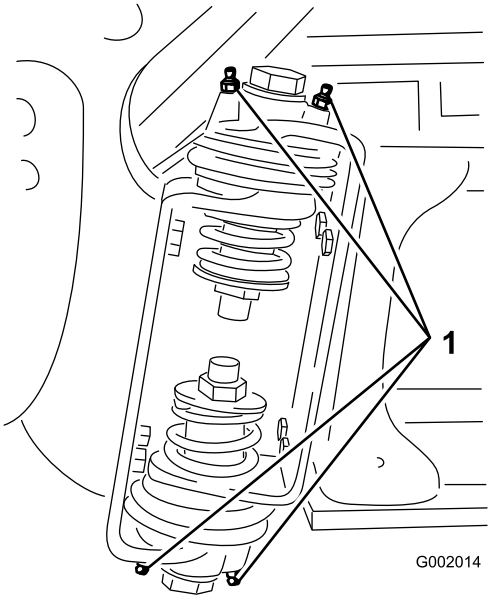

Figuur 33
2. Pomp vet in het lager of de lagerbus bij elke smeernippel Figuur 33.